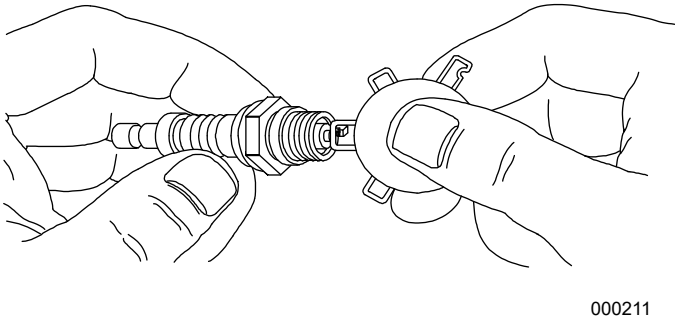

Figure 4-6. Spark Plug Gap Measurement
5. See ***Figure 4-6***. Inspect spark plug gap using a wire feeler gauge. Replace spark plug if gap is out of specification. See ***General Information***.